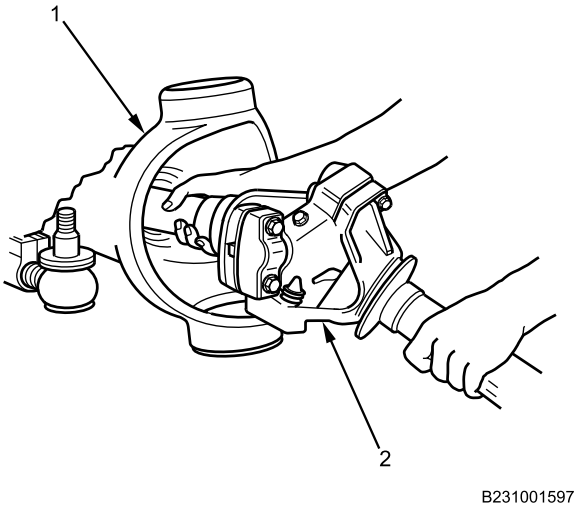

Figure 1. Drive Shaft Removal.
1. Remove drive shaft (Figure 1, Item 2) from axle housing (Figure 1, Item 1) by pulling straight out.